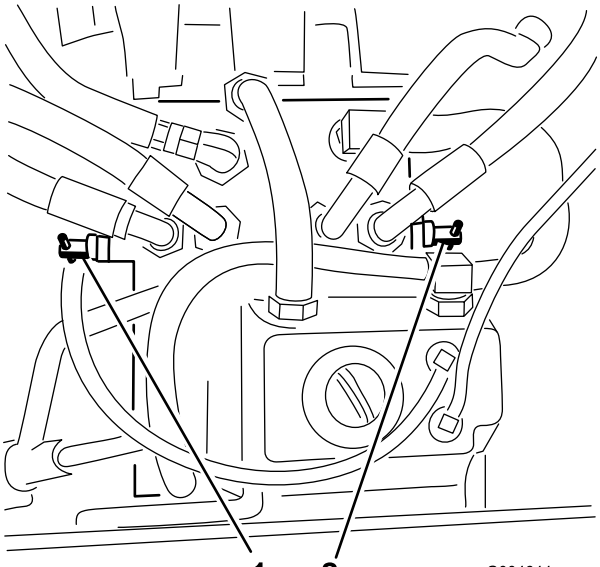

Figuur 35
3. Draai de omloopkleppen 1 slag naar links (Figuur 35).
Draai de omloopkleppen 1 slag naar links en en deze met de hand vast (met een torsie van ongeveer 8 Nm) (Figuur 35).